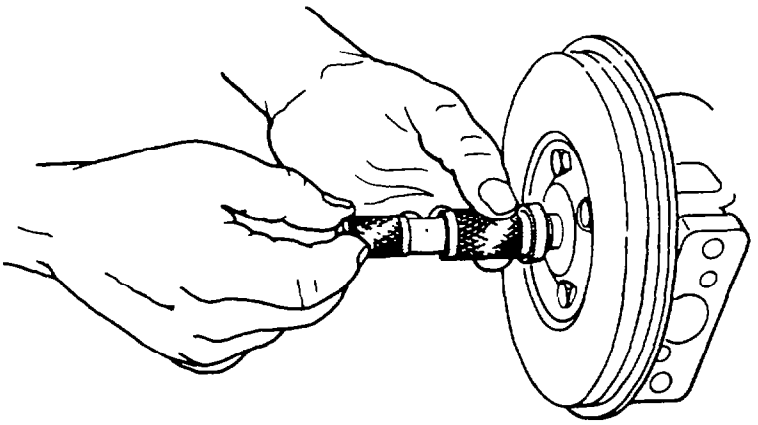

Fig. 157 — Installing Thrust Spacer
n. Use tool J-29676 to insert the thrust spacer (item 11) into the bore of the backplate (item 7).
o. Place the turbine wheel and centre housing in a suitable holding fixture (see fig. 157); slide the compressor wheel (item 6) onto the turbine wheel shaft as far as it will go then fit the locknut (item 4) to the shaft and tighten it finger-tight.